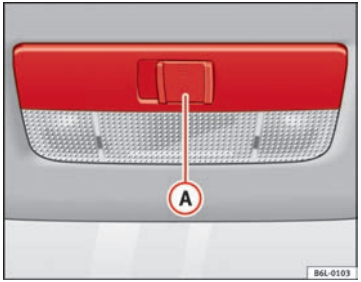

Fig. 61 Interior roof trim: front interior lights
The switch (A) ⇒ fig. 61 is used to select the following positions:
Move the switch to position O ⇒ fig. 61. ▶